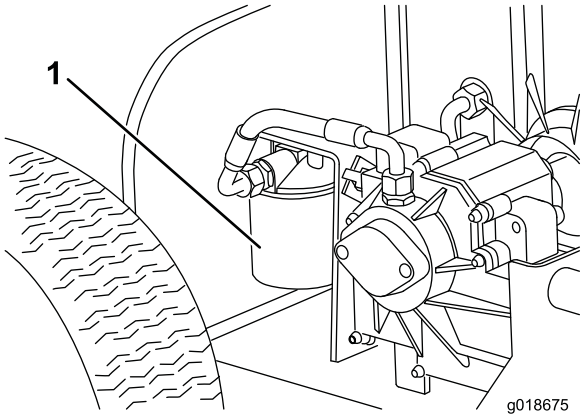

Figur 21
4. Rengör runt området där filtret monteras (Figur 21).